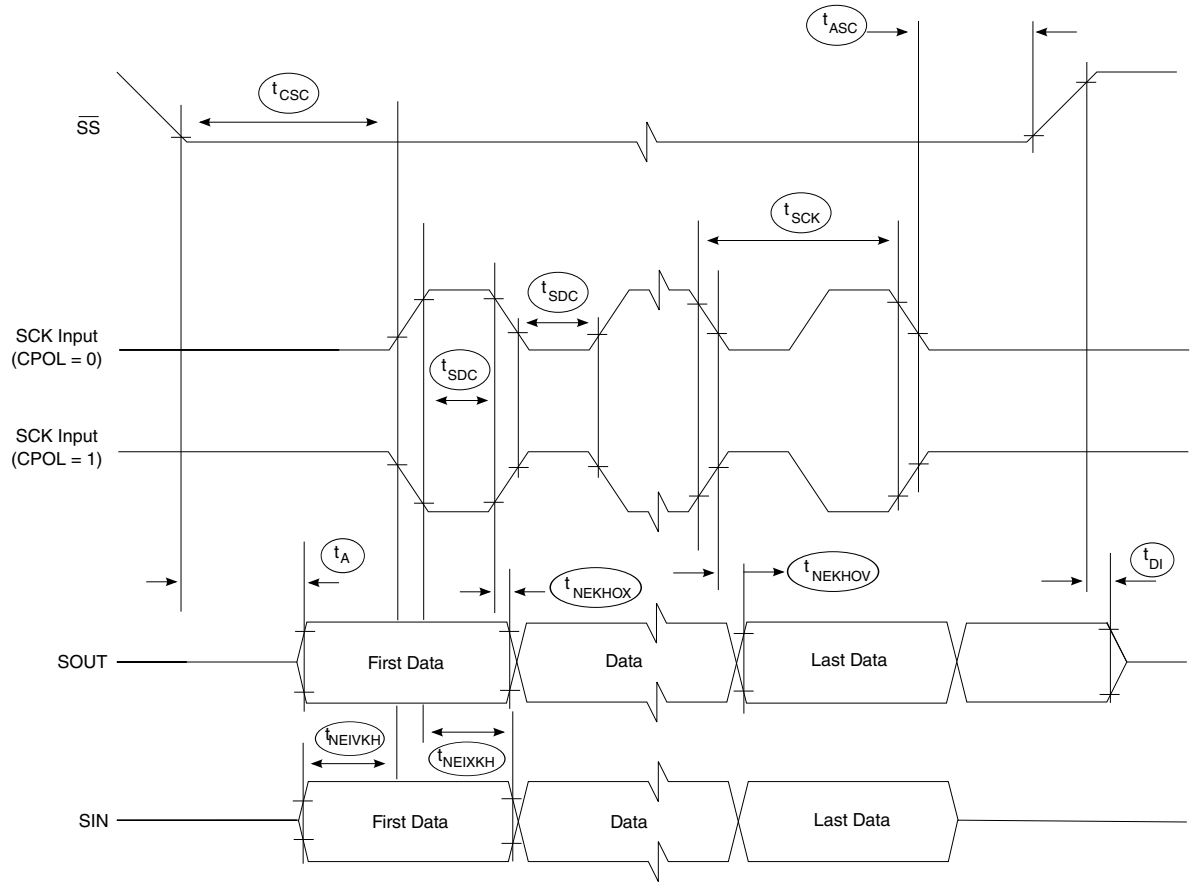

Figure 59. SPI timing slave, CPHA = 0
7. See Figure 59. on page 161.